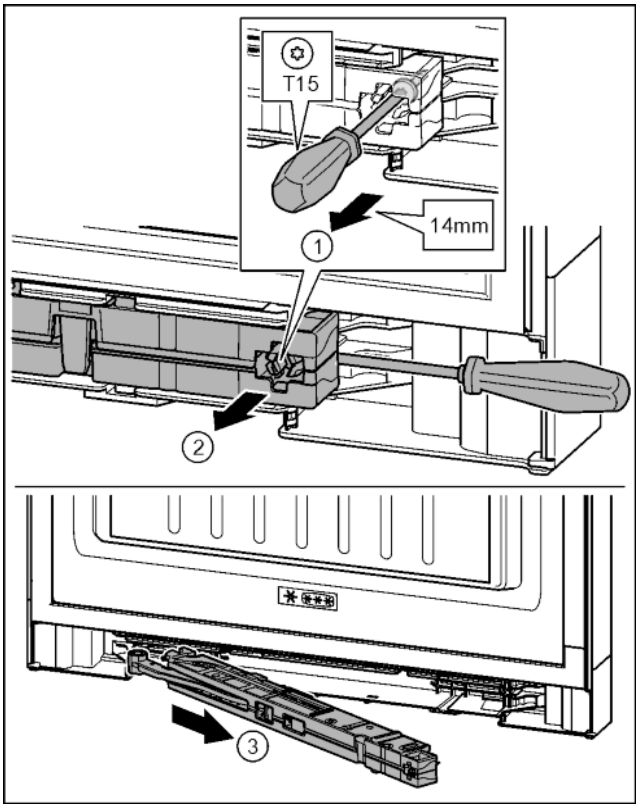

Fig. 21
▶ Desserrer la vis sur l'amortisseur de fermeture de 14 mm environ avec un tournevis T15. *Fig. 21 (1)*
▶ Accéder à la partie postérieure de l'amortisseur de fermeture du côté de la poignée avec un tournevis. Tourner l'unité vers l'avant. *Fig. 21 (2)*
▶ Extraire l'unité. *Fig. 21 (3)*